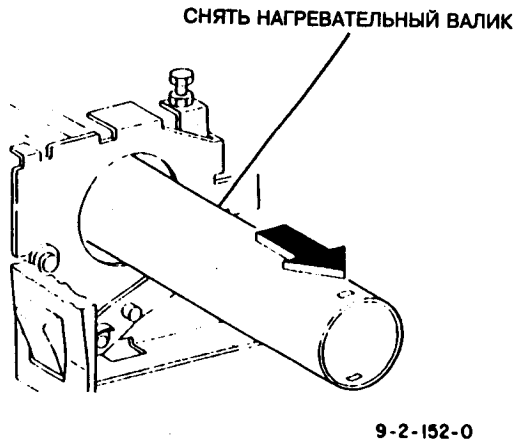

Рис.5 Снятие нагревательного валика
9. Снять нагревательный валик (рис.5).